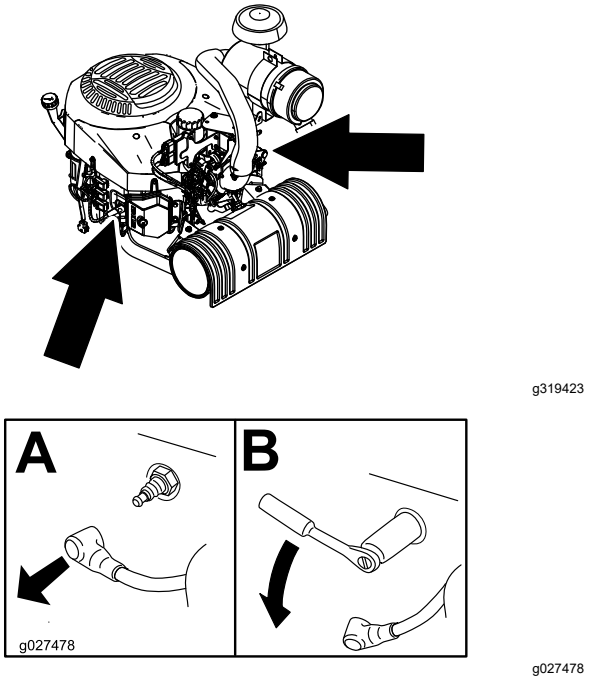

Figuur 36
3. Zoek en verwijder de bougie(s) zoals wordt getoond in Figuur 36.